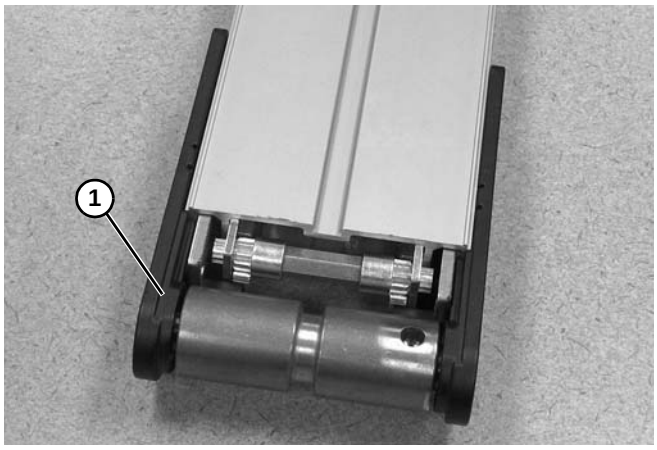

Abbildung 109
11. Bandradseite erneut einbauen, dafür die Endseitenbaugruppe **(Abbildung 109, Teil 1)** vollständig zurück auf den Förderbandrahmen schieben.